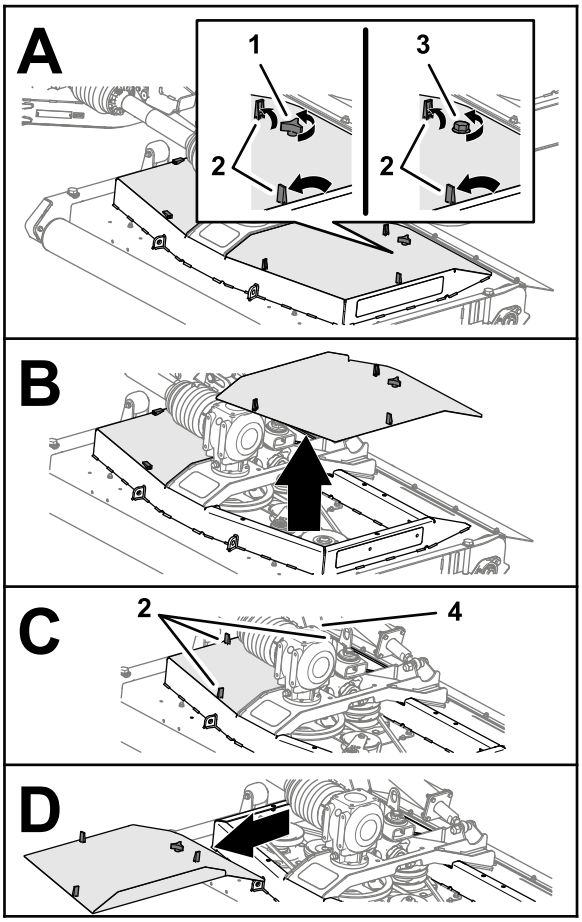

Figuur 46
1. Verwijder de 3 vergrendelingen waarmee de kap van het maaidek is bevestigd (Figuur 46).
2. Maak de knop of bout los (CE-maaidek) waarmee de kap van het maaidek is bevestigd aan het maaidek (Figuur 46).
4. Herhaal stap 1 en 2 voor de andere kap (Figuur 46).